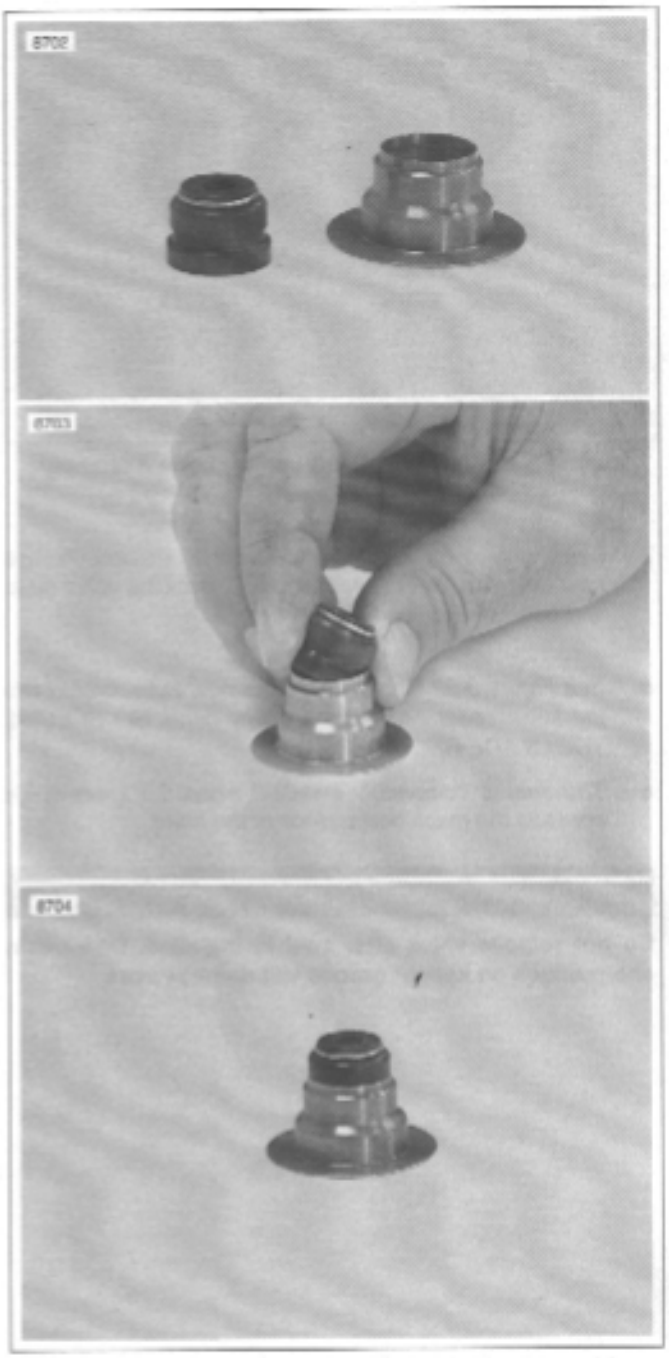

Figure 3-82. Valve Seal and Lower Collar Assembly (seal and lower collar replaced as assembly only)
- *See Figure 3-82. The valve seal is now incorporated into the lower collar and is installed by hand. NO SPECIAL TOOLS ARE REQUIRED.*